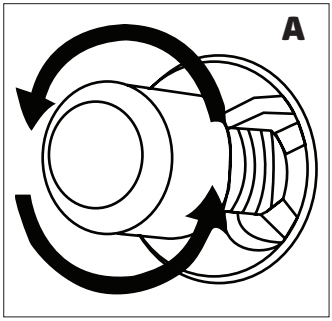
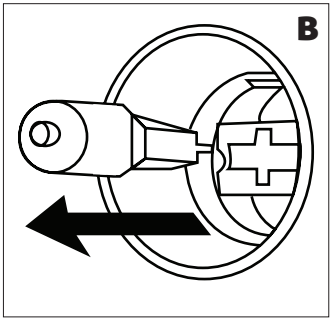

Figure 30
Figure 31
**3.** Then remove the oven lamp by turning it (See figure 30) if it is type **A**, or by pulling it (See figure 31) if it is type **B**.